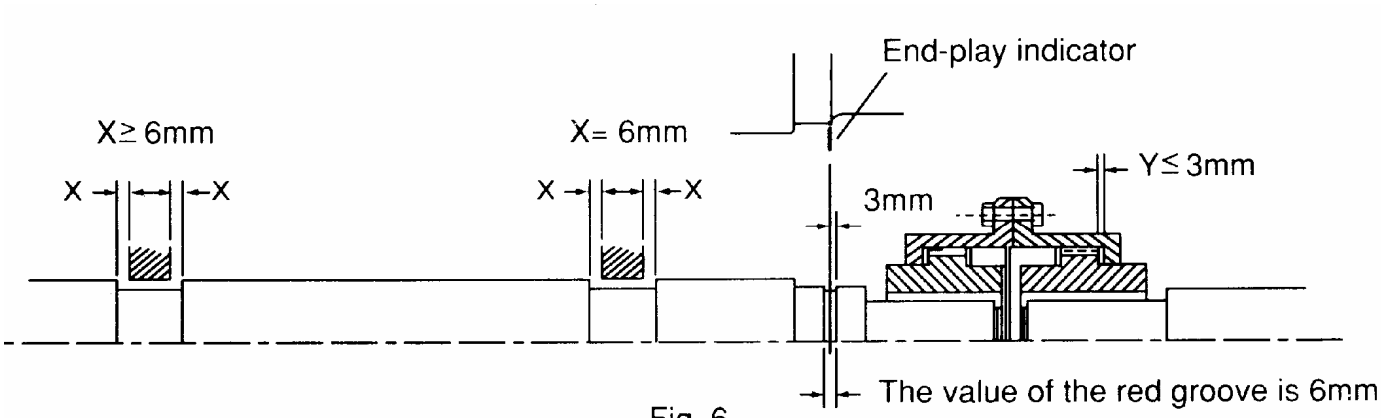

Fig. 6
(b) Unless otherwise specified, the designed end-play value X of the groove for TWMC motors in general is within 6mm (.236 in.) as illustrated in Fig. 6. In essence, the endplay indicator is adjusted to point at the center of the groove or the drive-end shaft shoulder; thus X equals to 6±1mm or so, and the endplay value (Y) of the couplings should equal or be smaller than 3mm (.118 in.).